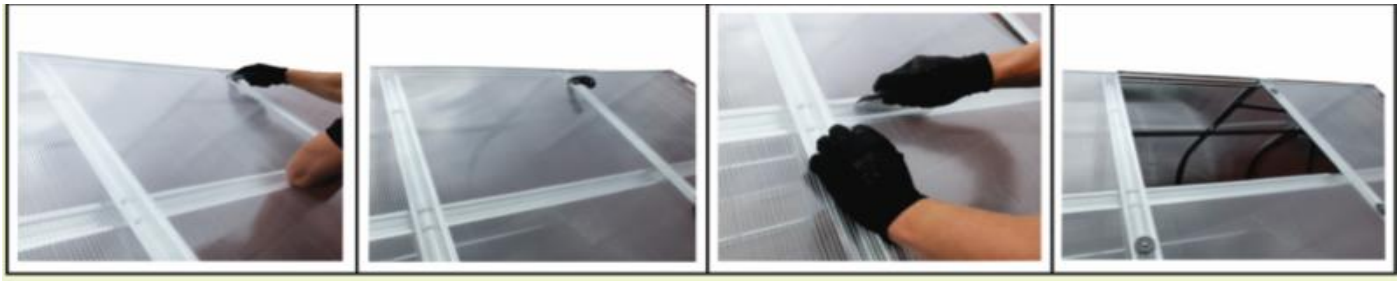

Bild 26
26. Där du vill att takfönstret ska vara placerat, och du redan skruvat fast fönsterprofilen för taket (Nr. 13) ska du skära ett hål i polykarbonaten från den övre tvärstången vid valvfästet (Nr. 5) till toppen (med lika stort avstånd mellan stängerna) (Bild 26).